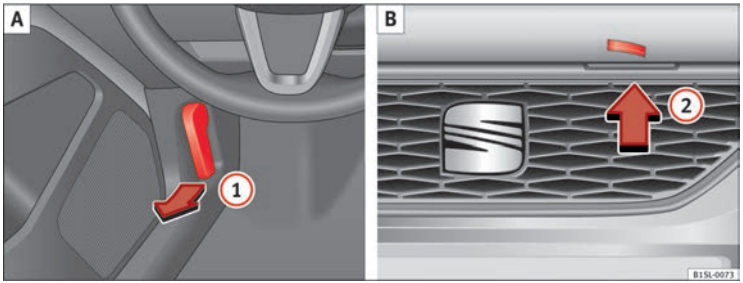

Fig. 104 A: Release lever in the footwell on the driver side. B: Release lever on the bonnet.
- Before opening the bonnet, make sure that the windscreen wiper arms are in place against the windscreen ⇒ ①.
- Pull the release lever ① in the direction of the arrow ⇒ fig. 104 **A**. The bonnet is released from the lock carrier by a spring mechanism ⇒ ⚠.
- Lift the bonnet up slightly while pressing the release lever ② **B** in the direction of the arrow to completely open the bonnet.
- Take out the bonnet support rod from its clip in the direction of the arrow ③ **C** and place it in the corresponding open position ④ **D** (arrow).